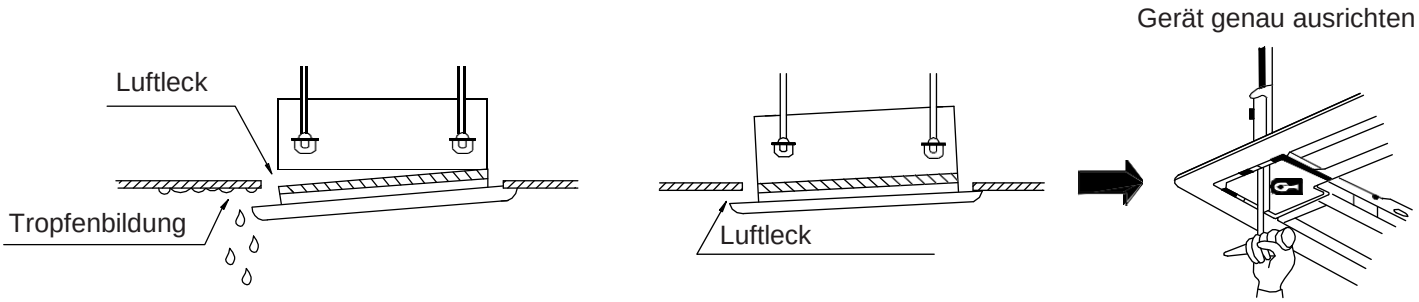

Bild 37: Gerät richtig ausrichten
- Gerät waagerecht ausrichten, das Innengerät muss vollständig von der Blende umschlossen werden, damit keine Luftlecks entstehen (siehe Bild 37)